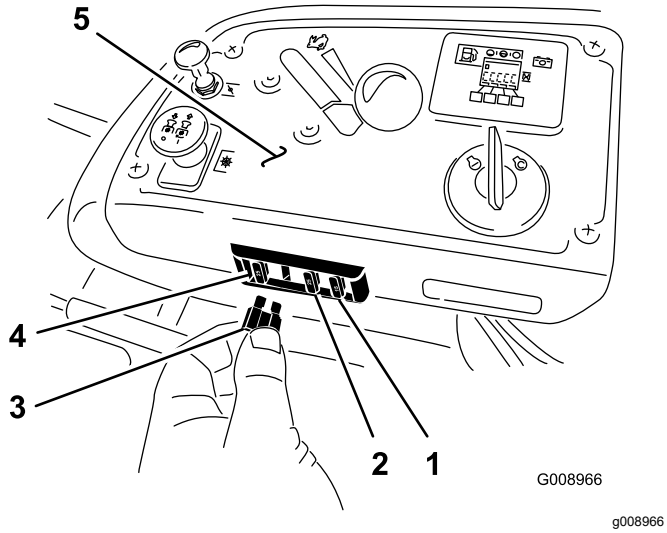

**Figur 69**
Sikringerne er placeret på konsollen til højre for sædet (Figur 69).
2. Isæt en ny sikring (Figur 69).